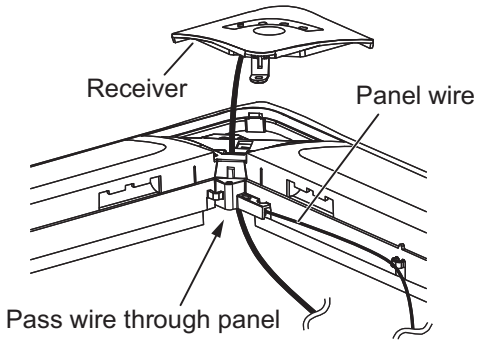

Fig. 8-34
3. Pass the wire from the wireless receiver through the grille. (Fig. 8-34)